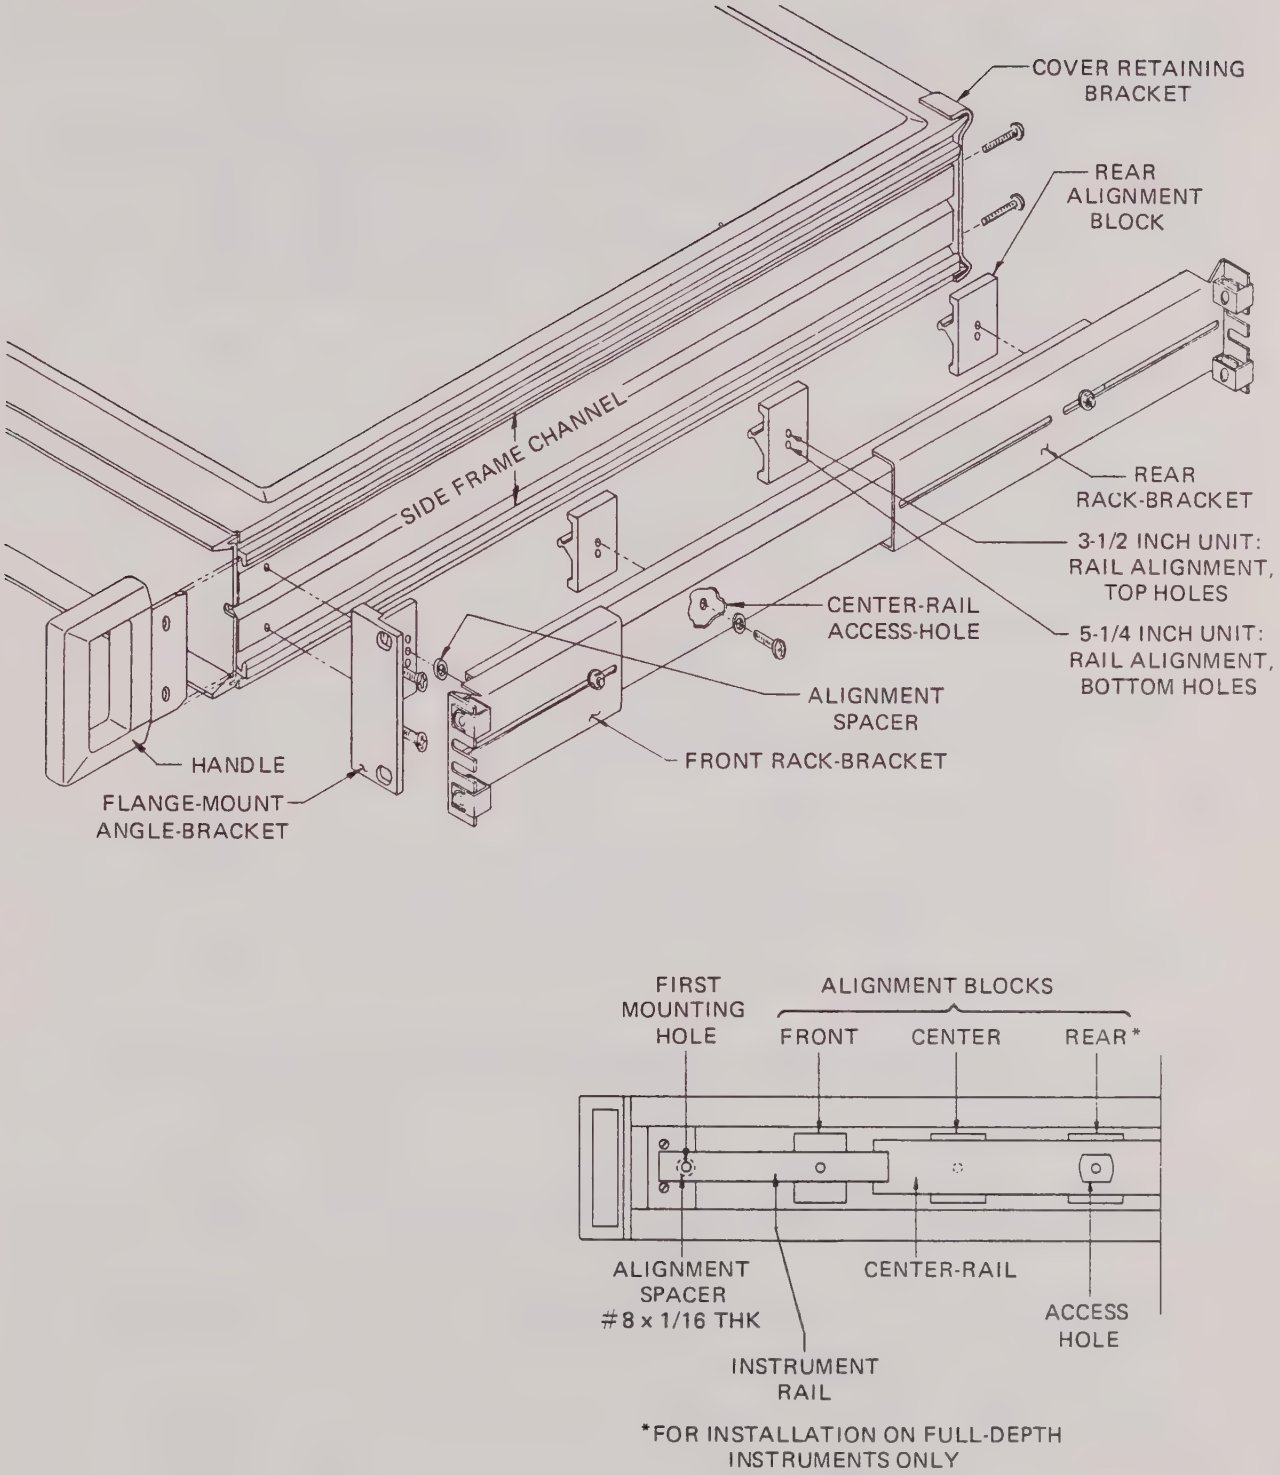

Figure 2.6-Slide-Mount and Instrument Assembly (with inset)
2.5.3.4 Replace the top and bottom covers on the instrument. Fasten the covers using the two cover retaining-brackets (see Figure 2.6) and four phillips panhead screws (two per side) originally removed from the rear corner-feet. The instrument is now ready for attachment of the two triple-rail slide-mount assemblies.
2.5.3.7 Refer to Figure 2.6 (with inset). The assistance of a second person will be needed for the following slide-mount assembly-to-instrument installation.